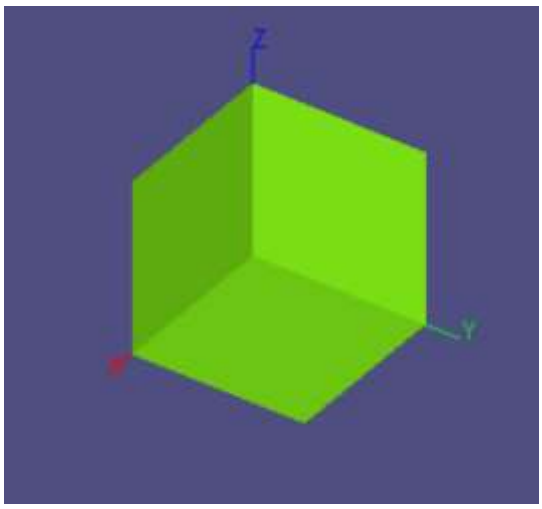

Рис. 1.20. Зеркальный отражатель в виде трех перпендикулярных плоскостей
- ***Length (m)*** – длина каждой стороны плоскости ***trihedral*** (рис. 1.20).